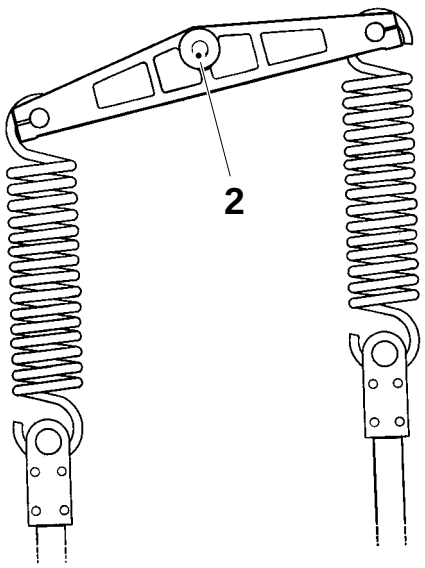

Fig .2
Check the bearing play of the yoke (2), see fig. 2.